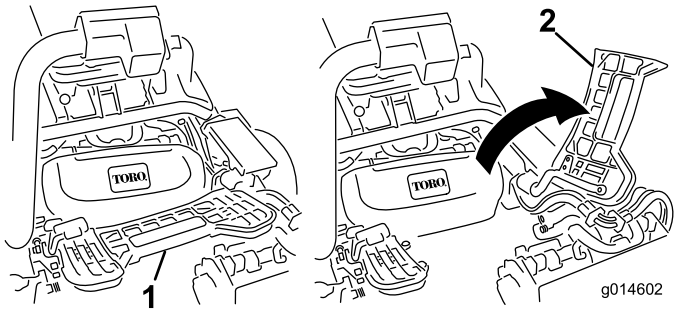

Figur 10
3. Om du monterar mittklippenheten lyfter du upp fotstödet och fäller upp det så att du kommer åt mittklippenheten (Figur 10).